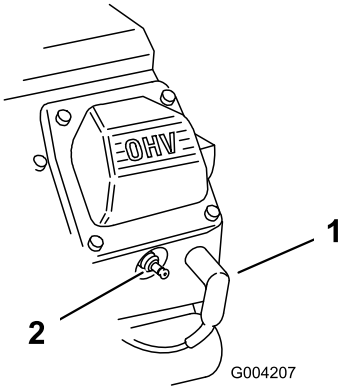

Figur 49
2. Trekk ut ledningene til tennpluggene (Figur 49).
3. Skyv ledningene på tennpluggene (Figur 49).